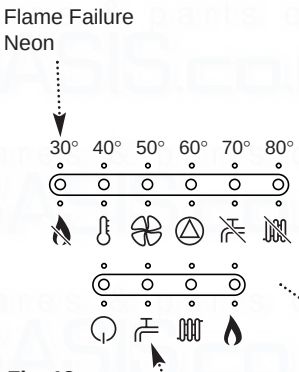

Fig. 12
9. The pre-heat feature will function with the selector switch in either operating position. This is indicated by the domestic hot water mode neon flashing (Fig. 12).
1. The red flame failure neon ( ) will illuminate in the event of the burner failing to light, when incomplete lighting of the burner occurs or blockage of the condensate drain (Fig. 12).